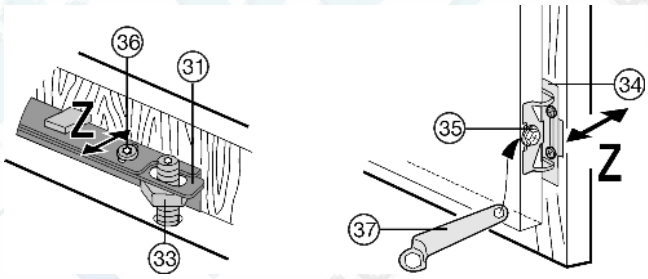

Fig. 24
▶ Выставьте мебельную дверцу по глубине **Z**: ослабьте сверху винты *Fig. 24 (36)*, а снизу – винты с шестигранной головкой *Fig. 24 (35)* прилагаемымкольцевым гаечным ключом *Fig. 24 (37)*, затем сдвиньте дверцу.